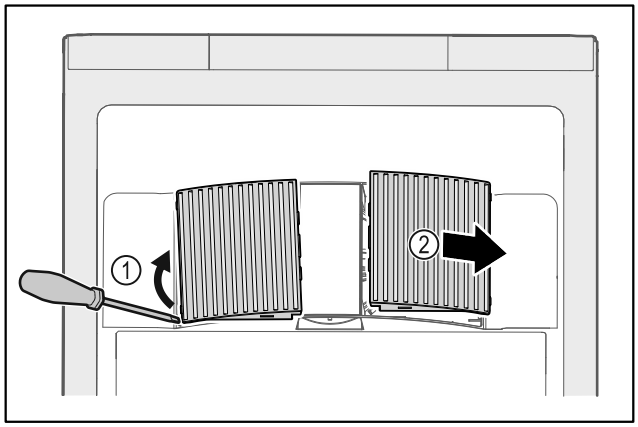

Fig. 230
▶ Scoateți cu grijă capacele ventilatoarelor de pe partea laterală *Fig. 230 (1)* și scoateți-le spre partea din față *Fig. 230 (2)*.